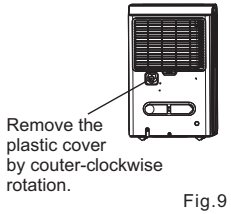

Fig.9
- Remove the plastic cover from the back drain outlet of the unit and set aside, then insert the drain hose through the drain outlet of the unit and lead the drain hose to the floor drain or a suitable drainage facility. (See.Fig.9